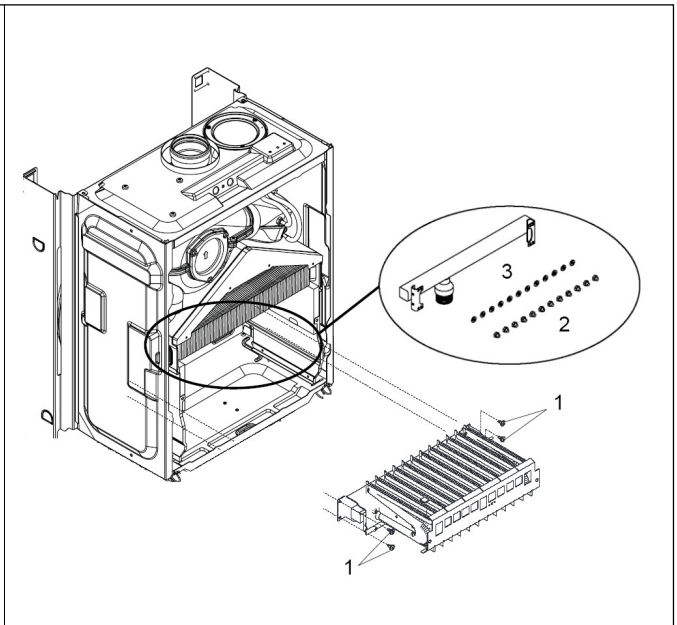

Fig. 22
FIG. 22: locate and remove the four screws which secure the burner in position (1), gently ease the burner out of its location. Once the burner has been removed, the electrode retaining screw can be removed. Locate the burner injectors (2) and remove (if necessary). Replace in the reverse order. **Please note,** the injector sealing washers (3) must be replaced if the injectors have been removed, ensure all seals are in good condition, taking care to ensure they are replaced correctly. Replace in the reverse order.